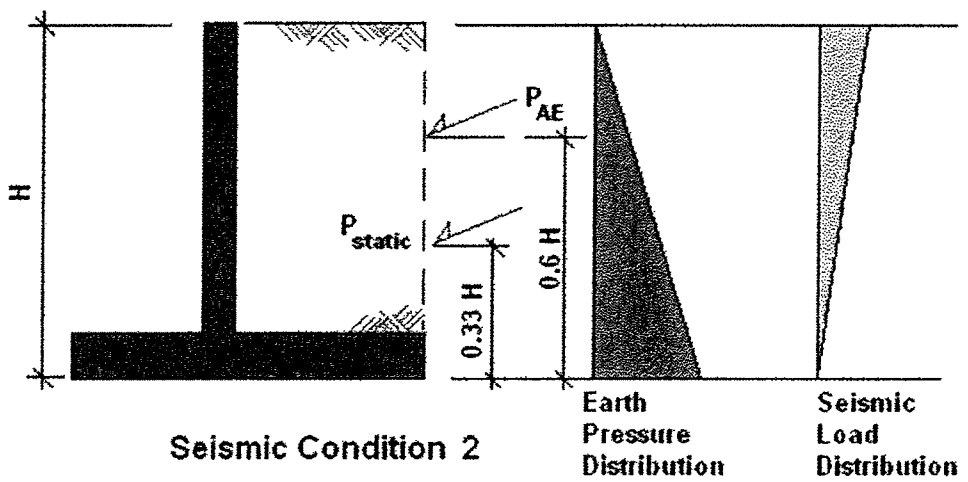

Figure 3
1.3.4.1 K_{AE} of 62 pcf was used with an inverse triangular distribution, with increasing pressure toward the bottom of the wall. See Figure 3 and sheets 15 to 17 of Appendix 'B' for details. Also see Appendix 'D' for a detailed discussion of the Mononobe-Okabe equations and their application.